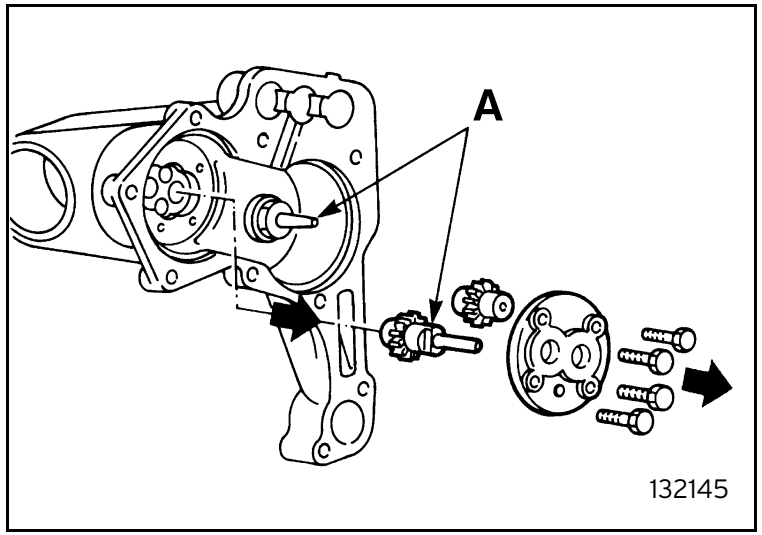
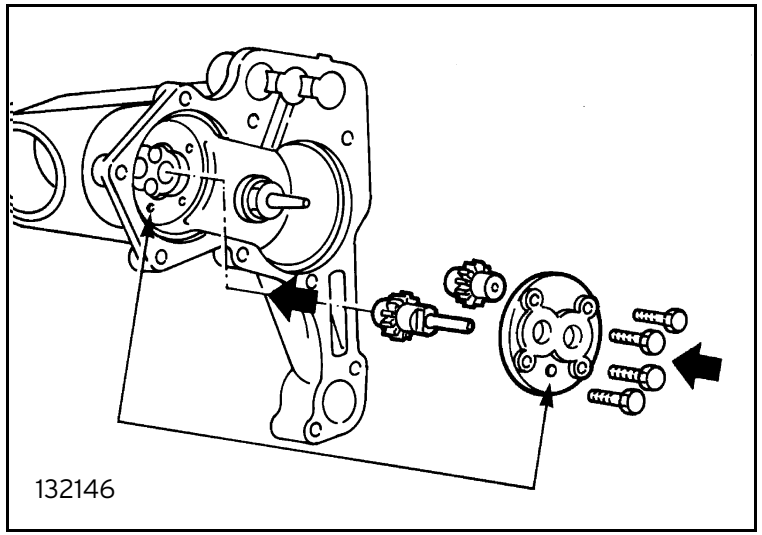

Fig. 46
Fig. 47
- unscrew the securing screws, remove the oil pump cover and take out the gears (figure 46);
- clean all components thoroughly; check that the spray nozzles (A) and channels are free of incrustations; check that the tooth profile surfaces are not chipped or scored; check that the cover and the housing show no wear or grooving, otherwise restore or replace damaged parts;
- to reassemble follow the disassembly procedure in reverse order, and check that the notches (arrows) on the cover and the housing coincide (figure 47);